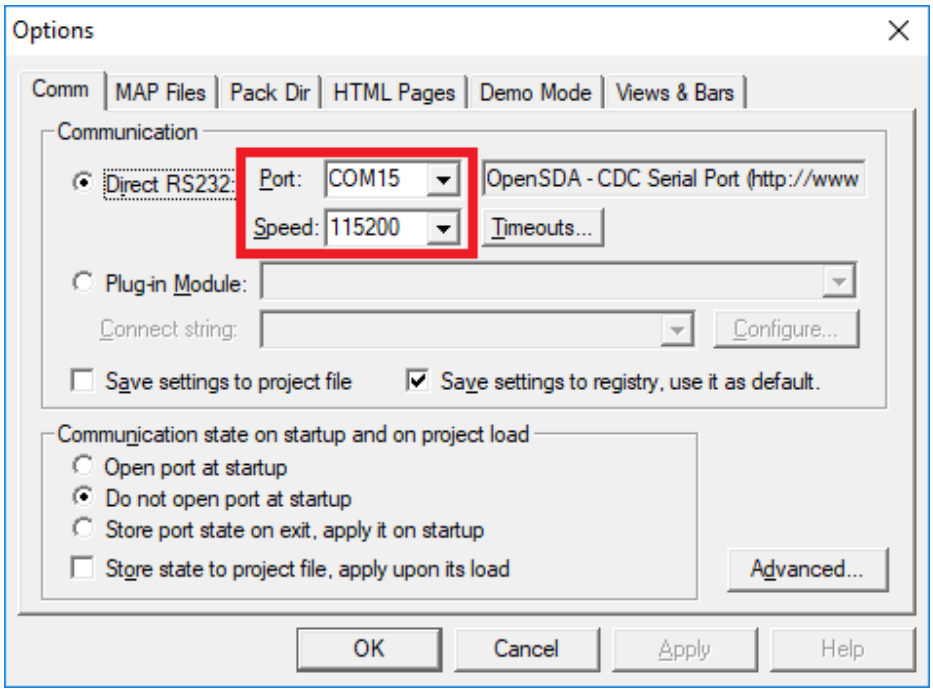

Figure 8. FreeMASTER settings
4. Check if the correct COM port is selected. Click **Project->Options**. Check if the number of the COM port in FreeMASTER corresponds to the number of COM port on your computer (see Figure 8). Also check if the communication speed corresponds to the UART communication speed implemented in the MCU firmware (115 200 bauds).